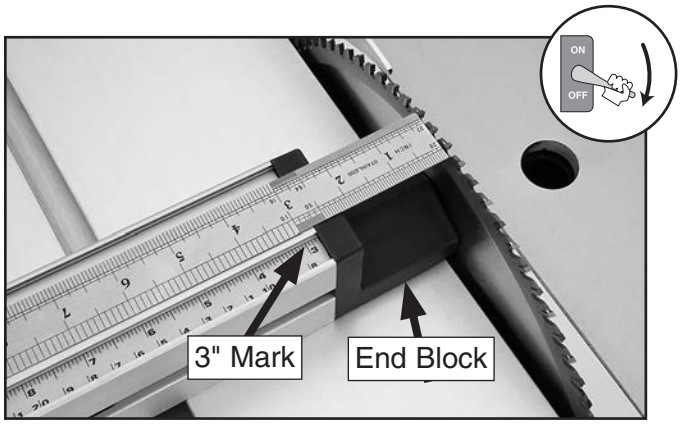

Figure 102. End block aligned with blade.
3. Move crosscut table (refer to **Positioning Crosscut Table Along Sliding Table** on **Page 56** for instructions) so fence end block is aligned with center of blade (see **Figure 102**).
4. Place precision ruler against a blade tooth, as shown in **Figure 102**, then adjust fence so that 3" mark on fence scale is exactly 3" from blade tooth.